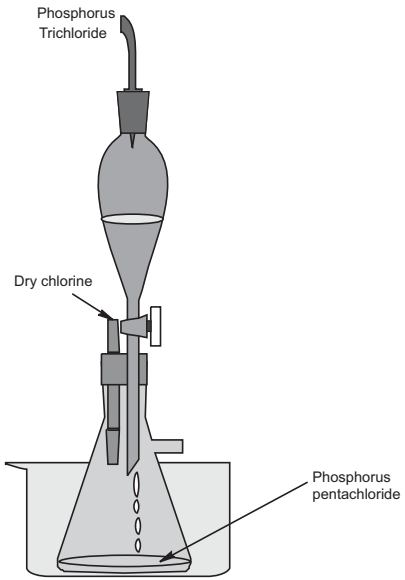

Fig. 13.17. The Lab Preparation of Phosphorus Pentachloride
Phosphorus Pentachloride (PCl_5): Phosphorus pentachloride is obtained by the action of dry chlorine used in excess on phosphorus trichloride. The apparatus set up is shown in Fig. 13.17. A wide mouth bottle is fitted with a cork carrying (1) Dropping Funnel, (2) an inlet tube for dry chlorine and (3) an outlet tube. The dropping funnel and the outlet tube are provided with calcium chloride guard tubes to keep the moisture out. Phosphorus trichloride is slowly dropped while a current of dry chlorine is passed through the flask. When a sufficient amount of phosphorus trichloride is collected the apparatus is disconnected and the flask is tightly stoppered.